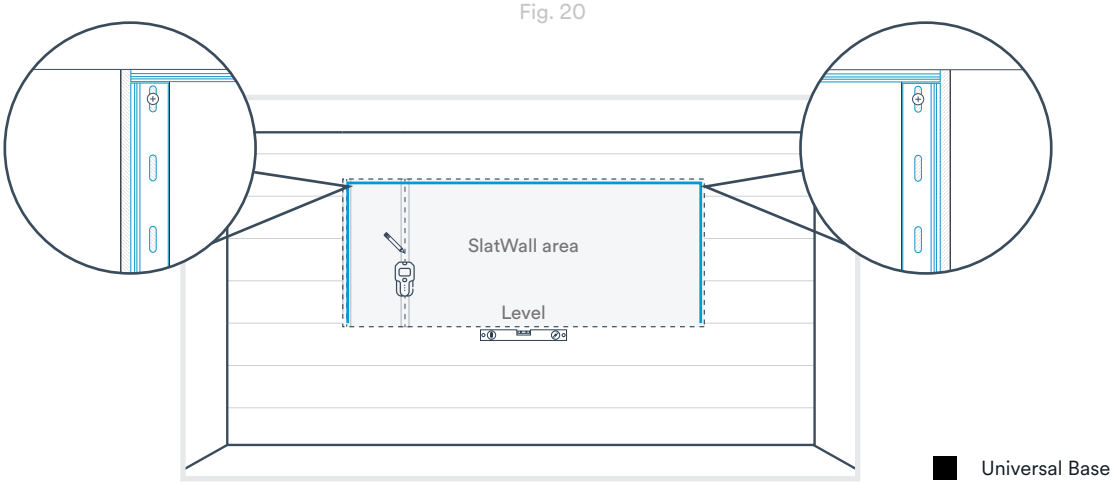

Fig. 21
3. Within the SlatWall installation area, determine where the SlatWall panel ends will be and install a Universal Base at each of those stud locations. Ensure the screw flange is flush with the edge of the stud, so the teeth channel is centered within the stud. Please see the Side Connection section for details (Fig. 21).
Install a Universal Base along the top of the entire length of the SlatWall installation area. Please see the Top Connection section for details (Fig. 21).